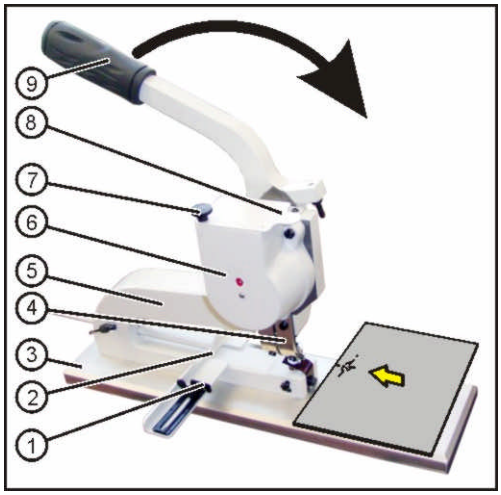

Abb. 1
- Legen Sie das zu ösende Material gegen die Anschläge über den Unterstempel; siehe Abb. 1